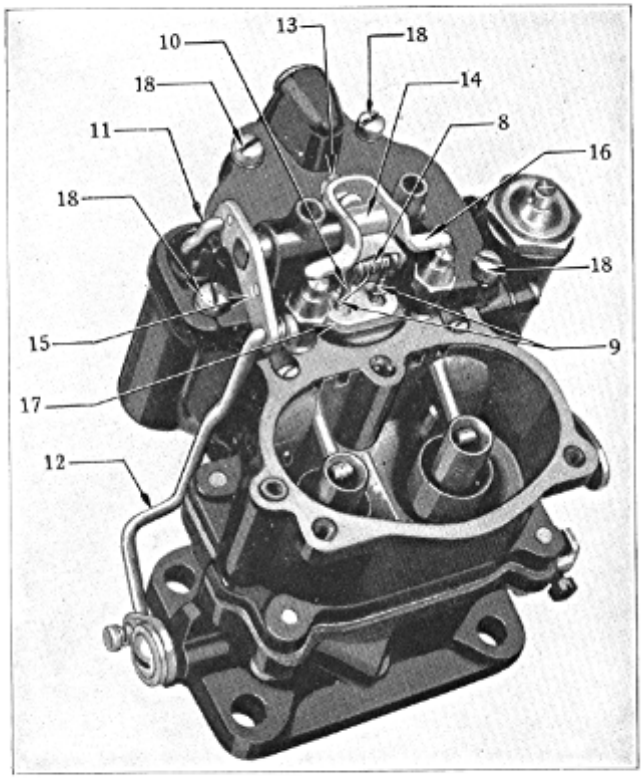

Figure 9
(4) Remove pin spring on metering rod arm pin (8), slide out pin and lift out metering rods (9) and metering rod spring (10). (Figure 9.)
(5) Remove pin spring and pump connector link (11). (Figure 9.)
(6) Remove spring retainer and connector rod spring to remove throttle connector rod (12). (Figure 9.)
(7) Loosen clamp screw (13) on metering rod arm (14). Remove pump arm (15) and countershaft assembly. Metering rod arm (14) and anti-percolator arm (16) and screw assembly will be free for removal. (Figure 9.)
(8) Remove metering rod disc retainer (17) and screw and two metering rod discs from bowl cover. (Figure 9.)
(9) Remove four bowl cover attaching screws (18) and lock washers to remove bowl cover and body gasket. (Figure 9.)
(50) Lay new body gasket on main body casting and install bowl cover assembly. Install four bowl cover attaching screws (18) and lock washers and tighten evenly. (Figure 9.)
(51) Install pump arm (15) and countershaft assembly and pin spring, at the same time installing metering rod arm (14) and anti-percolator arm (16) (Figure 9). If holes in arm are worn or countershaft is loose on arm, replace assembly.
(52) Install pump connector link (11) and pin spring with pin spring at upper end (Figure 9). Pump has two settings, long stroke for cold temperatures and short stroke for summer or hot temperatures. Vent hole is in bowl cover beneath pump arm.